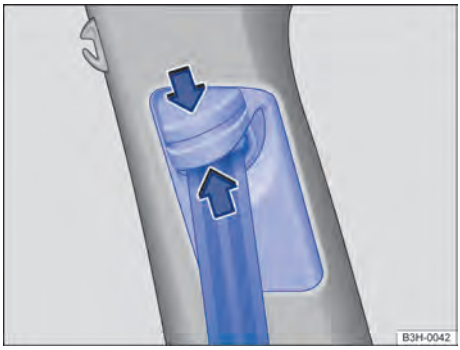

Fig. 31 Junto a los asientos delanteros: regulador de la altura del cinturón de seguridad.
- Presione el dispositivo regulador en el sentido de la flecha y manténgalo presionado → fig. 31.